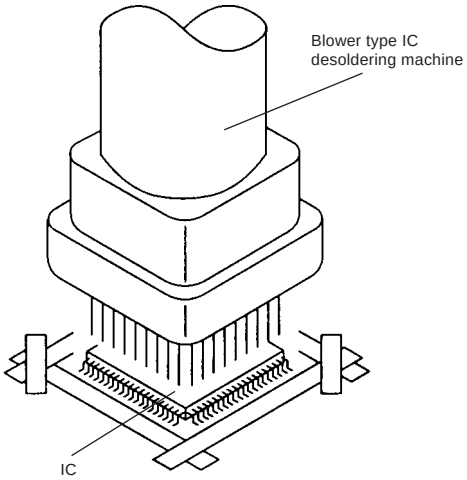

Fig. 3-2
2. Heat the IC leads using a blower type IC desoldering machine. **(Refer to Fig. 3-2.)**